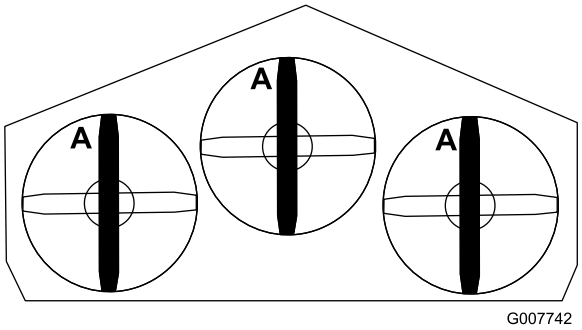

Figuur 54
1. Draai de messen totdat de uiteinden in de lengterichting liggen (Figuur 54).